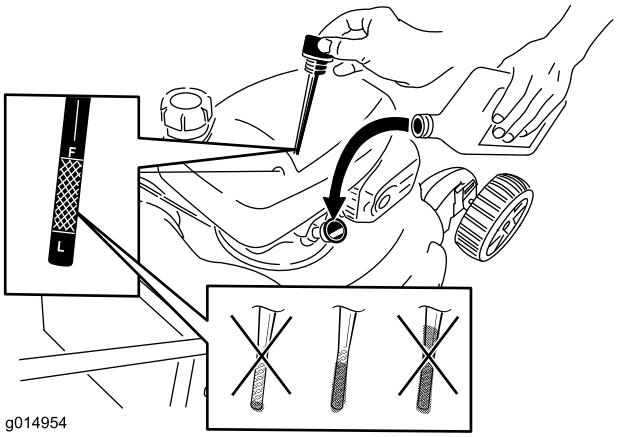

Figur 37
6. Ta ur oljestickan ur oljepåfyllningsröret (Figur 37).
12. Ta ut oljestickan och läs av oljenivån, se Figur 37.
- Om oljenivån är för låg fyller du sakta på lite olja i oljepåfyllningsröret och upprepar sedan steg 10 till 12 tills korrekt oljenivå har uppnåtts enligt Figur 37.